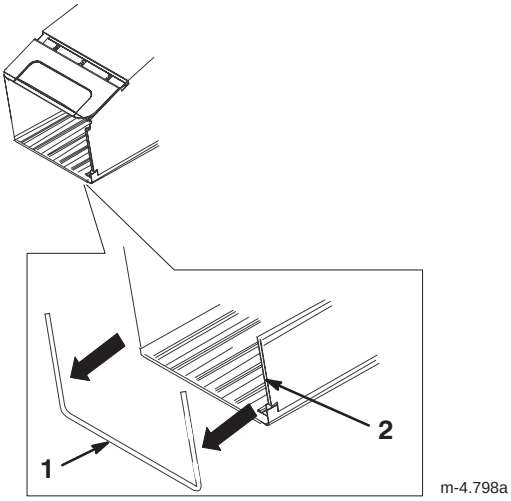

Figura 5
1. Montate i due profilati laterali al telaio del raccoglitore, come illustrato nella Figura 5.